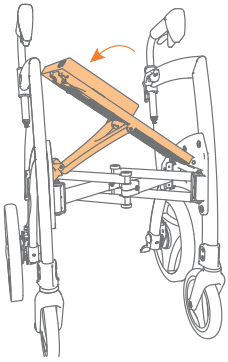

Abbildung 8: Drücken Sie den Sitz hinunter, bis Sie ein „Klick“ hören.
b. Drücken Sie mit der Hand den Sitz nach unten, bis dieser einrastet. Wichtig: erst wenn Sie ein deutliches „Klick“ hören, ist der Sitz in der richtigen Position **(Abbildung 8)**.